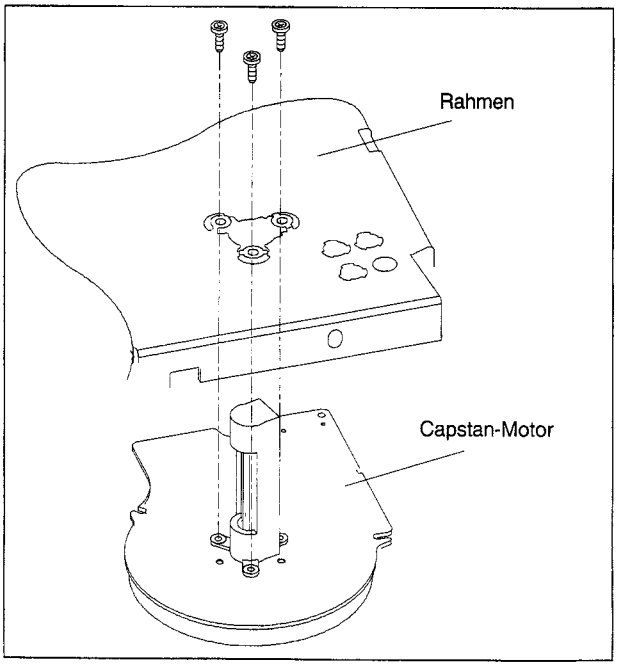

Abb. M19
• Die 3 Befestigungsschrauben des Capstan-Motors lösen (siehe Abb. M19) und Capstan-Motor von unten aus dem Laufwerk ziehen (siehe Abb. M19).